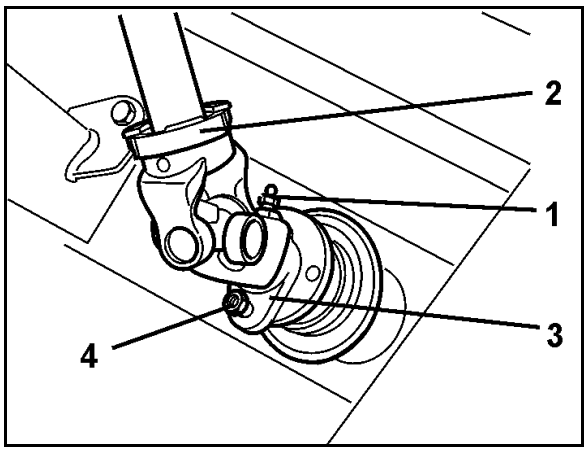

図 87
2. ばね (図 87/1) はナット (図 87/2) を緩めることで負荷を減らします。